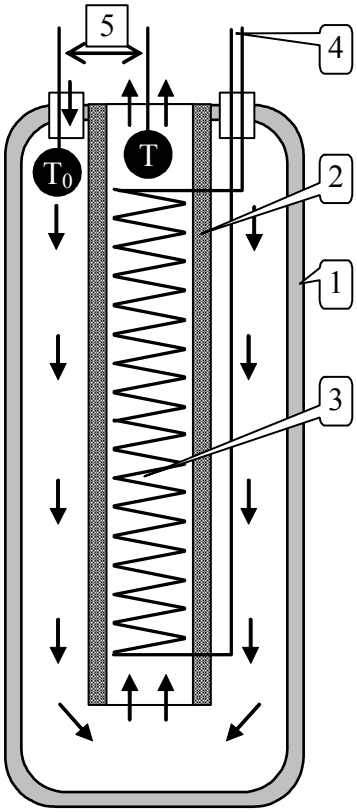

Рис.2 Устройство калориметра.
Схематическое устройство калориметра (в разрезе) показано на *рис.2*. Для уменьшения теплопотерь трубка калориметра (2) помещена в термос (1). Входящий воздух омывает трубку снаружи и еще до вхождения в трубку частично поглощает теплоту, выходящую через стенки трубки за счет теплопроводности. Таким образом, увеличивается доля мощности, передаваемая от нагревателя воздуху. Общий вид экспериментальной установки показан на *рис.3-4*.